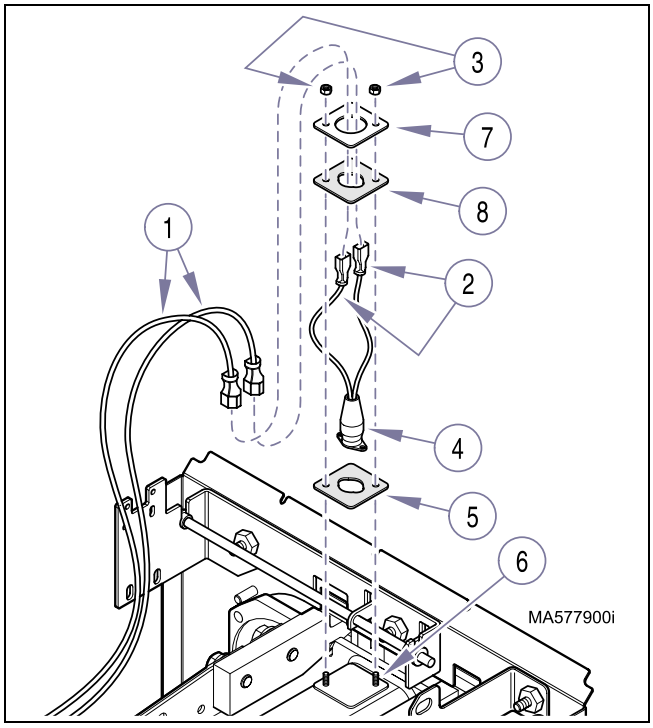

Figure 4-28. Auxiliary (Upper) Hi-Limit Switch
(1) Unplug power cord from outlet receptacle.
(2) Remove L.H. side and back panel (Refer to para 4.2).
(3) Remove top cover (Refer to para 4.3).
(4) Tag and disconnect two wires (1, Figure 4-28) from two thermostat wires (2).
The thermostat insulator(s) (5, 8, Figure 4-28) must be installed in their proper locations or the unit may not function correctly.
(1) Install thermostat insulator (8, Figure 4-28) and thermostat clamp bracket (7) onto thermostat assembly (4).
(2) Install thermostat insulator (5) and thermostat assembly (4) on two studs (6) and secure with two locknuts (3).
(3) Connect two wires (1) to two thermostat wires (2).
(4) Install top cover (Refer to para 4.3).
(5) Install L.H. side and back panel (Refer to para 4.2).
(6) Plug power cord into outlet receptacle.